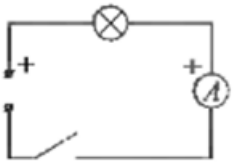

Рис. 2
2. Нарисуйте в тетради схему электрической цепи, изображенной на рис.2. Соберите эту электрическую цепь. Запишите показания амперметра рядом с нарисованной схемой 2.